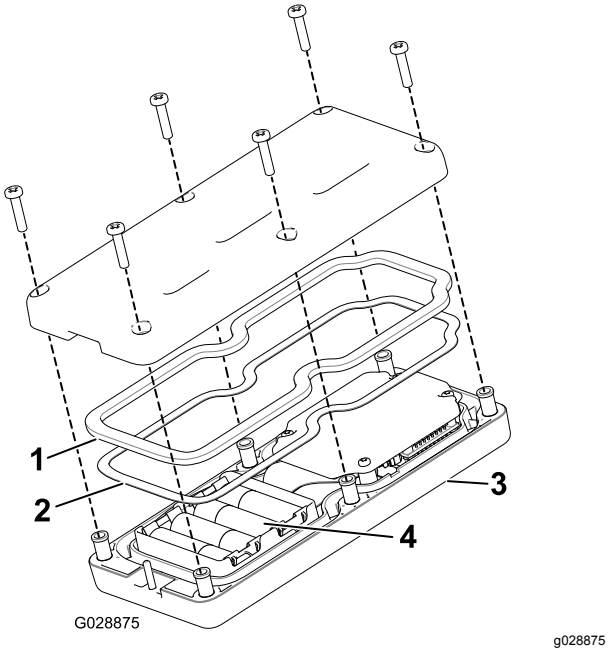

**Figur 13**
2. Sätt i alla batterier i facket och tänk på polariteten. (Enheten skadas inte om batterierna sätts i fel, men den fungerar inte.) Det finns polaritetsmarkeringar i facket för varje terminal (Figur 13).
3. Se till att stålpackningen och gummitätningen sitter i kanalen i handkontrollen och sätt tillbaka det bakre locket (Figur 13).
4. Fäst locket med 6 skruvar (Figur 13) och dra åt dem till 1,5–1,7 Nm.